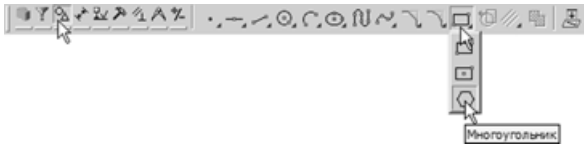

Рис. 6.161
- На панели расширенных команд построения многоугольников нажмите кнопку **Многоугольник** (рис. 6.161).